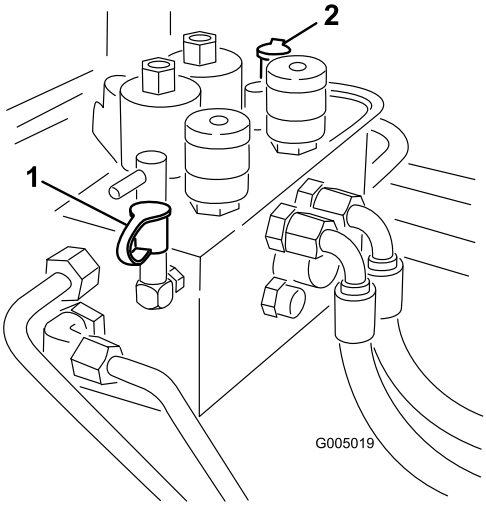

Bild 78
2. Mit dem Testanschluss B (Bild 78) wird der Hydraulikschaltkreis für die vorderen Mähwerke geprüft.
3. Mit dem Testanschluss C (Bild 78) wird der Hydraulikschaltkreis für die hinteren Mähwerke geprüft.